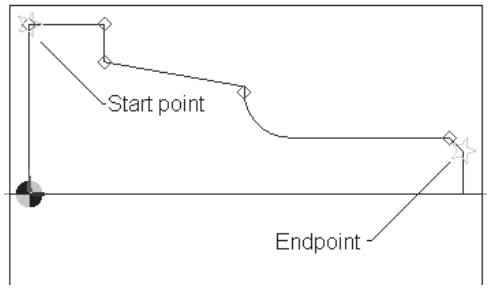

Figure 7-37 *Start point and the endpoint of the tool travel*
8. You are prompted to digitise the start and the end of the cycle. Right-click to accept the default start point and the endpoint, as shown in Figure 7-37.